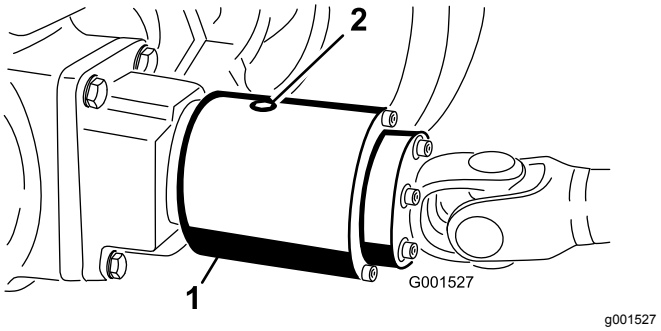

Figur 62
2. Drej koblingen (Figur 62), så kontrolproppen står i kl. 4-position.